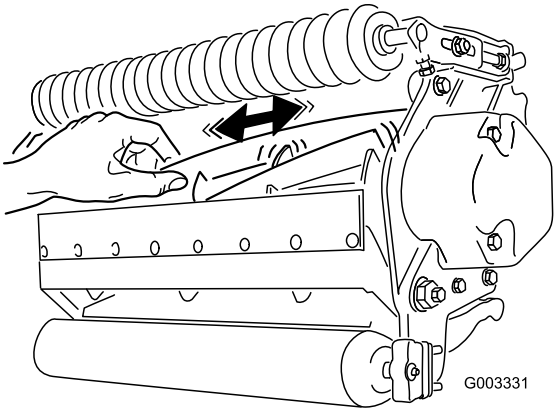

Figur 23
2. Använd en trasa eller en handske med tjock vaddering, ta tag i cylinderbladet och försök flytta cylinderenheten från sida till sida (Figur 23).